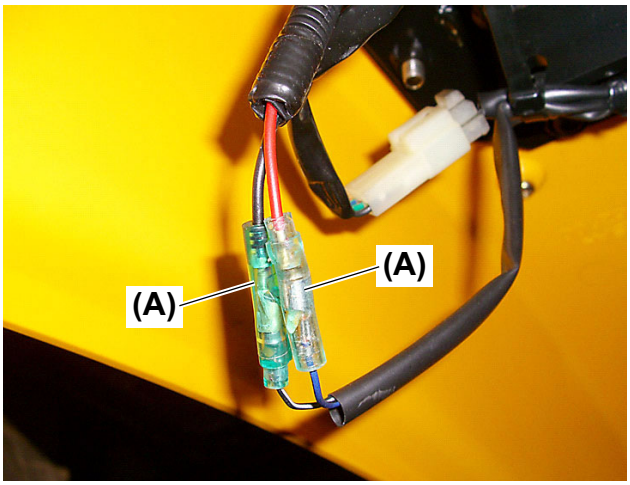

Fig. 2
1. Disconnect the two (2) wire butt connectors **(Fig. 2, (A))** of the turn signals from the wire harness.